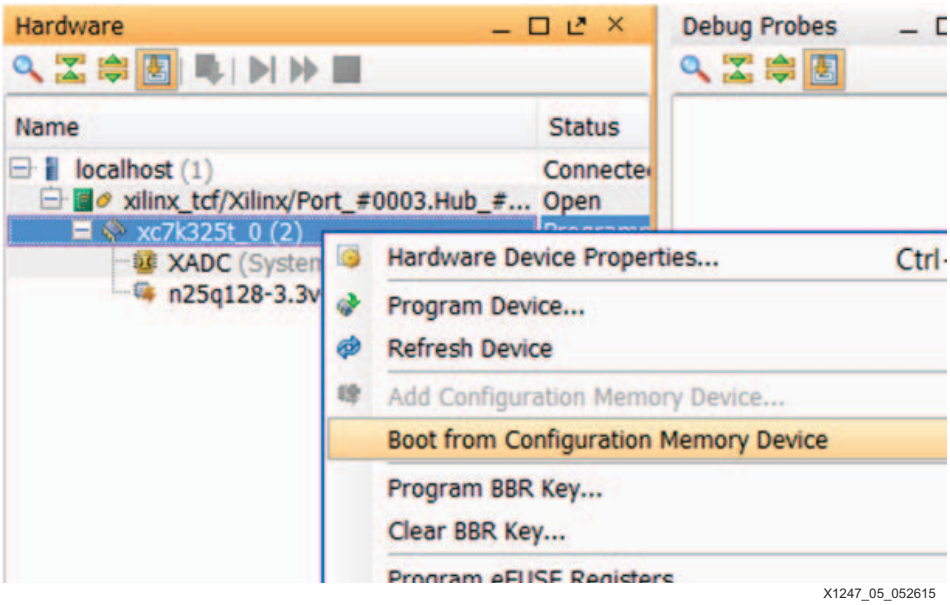

Figure 5: **Vivado Hardware Manager - Booting from Configuration Memory Device**
4. After SPI flash programming completes successfully, boot the FPGA from flash by pulsing PROGRAM_B pin (PROG_B button, SW14). Alternatively, you can right-click on the device in Hardware Manager to use the Vivado GUI option **Boot from Configuration Memory Device** (see Figure 5).